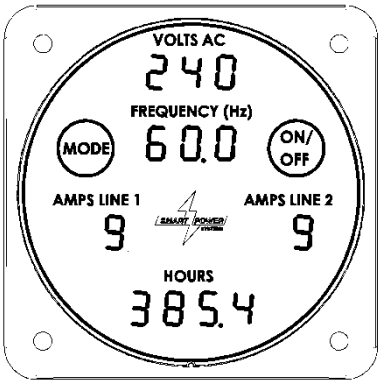

Figure 16 - Command & Control Center Normal Mode
1. The Command & Control Center will show the generator's output voltage, frequency, current, and system run time whenever the Command & Control Center is in Normal mode. To access Normal mode, press the Mode button repeatedly until the correct information is displayed (reference Figure16).